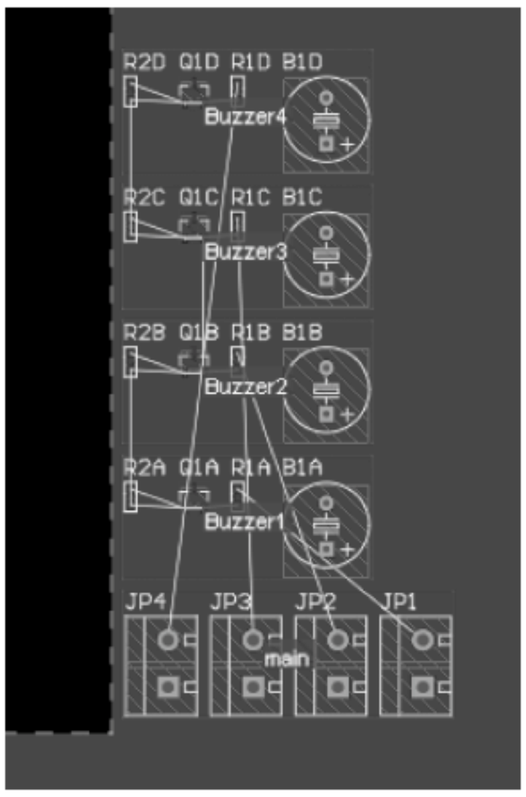

图 1-60　导入的 4 路通道
(10) 导入 PCB 后，就可以看到有 4 路通道，如图 1-60 所示。每个通道都有一个 Room 区域，这个区域不能删除。